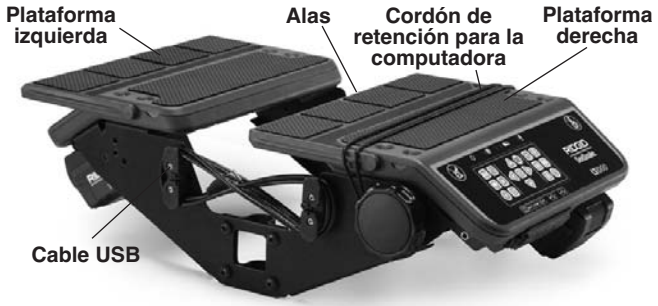

Figura 7 – Modo en que se juntan las alas de la plataforma
5. Lleve el cable USB del LT1000 hasta el puerto USB de la computadora y enchúfelo en este puerto. Enrolle el exceso de cable en el portacable USB *(vea la Figura 7).*